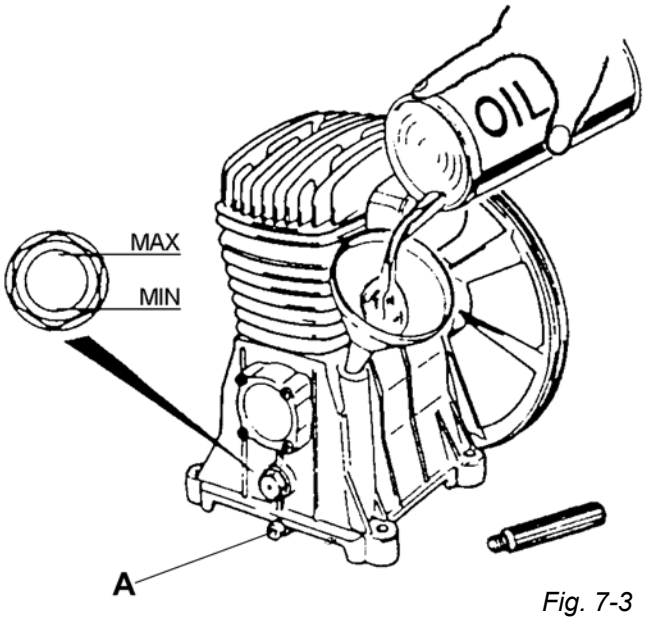

Fig. 7-3
(I) 7.3. Cambio olio - Rabbocco olio (fig. 7-3)
(GB) 7.3. Remplacing oil - Pouring oil (fig. 7-3)
(F) 7.3. Remplacement de l'huile - Remplissage d'huile (fig. 7-3)
(D) 7.3. Ölwechsel - Zufüllung (Bild 7-3)
(E) 7.3. Cambio de aceite - Añadido de aceite (fig. 7-3)
(N) 7.3. Oljeskift/avtapping (fig. 7-3)